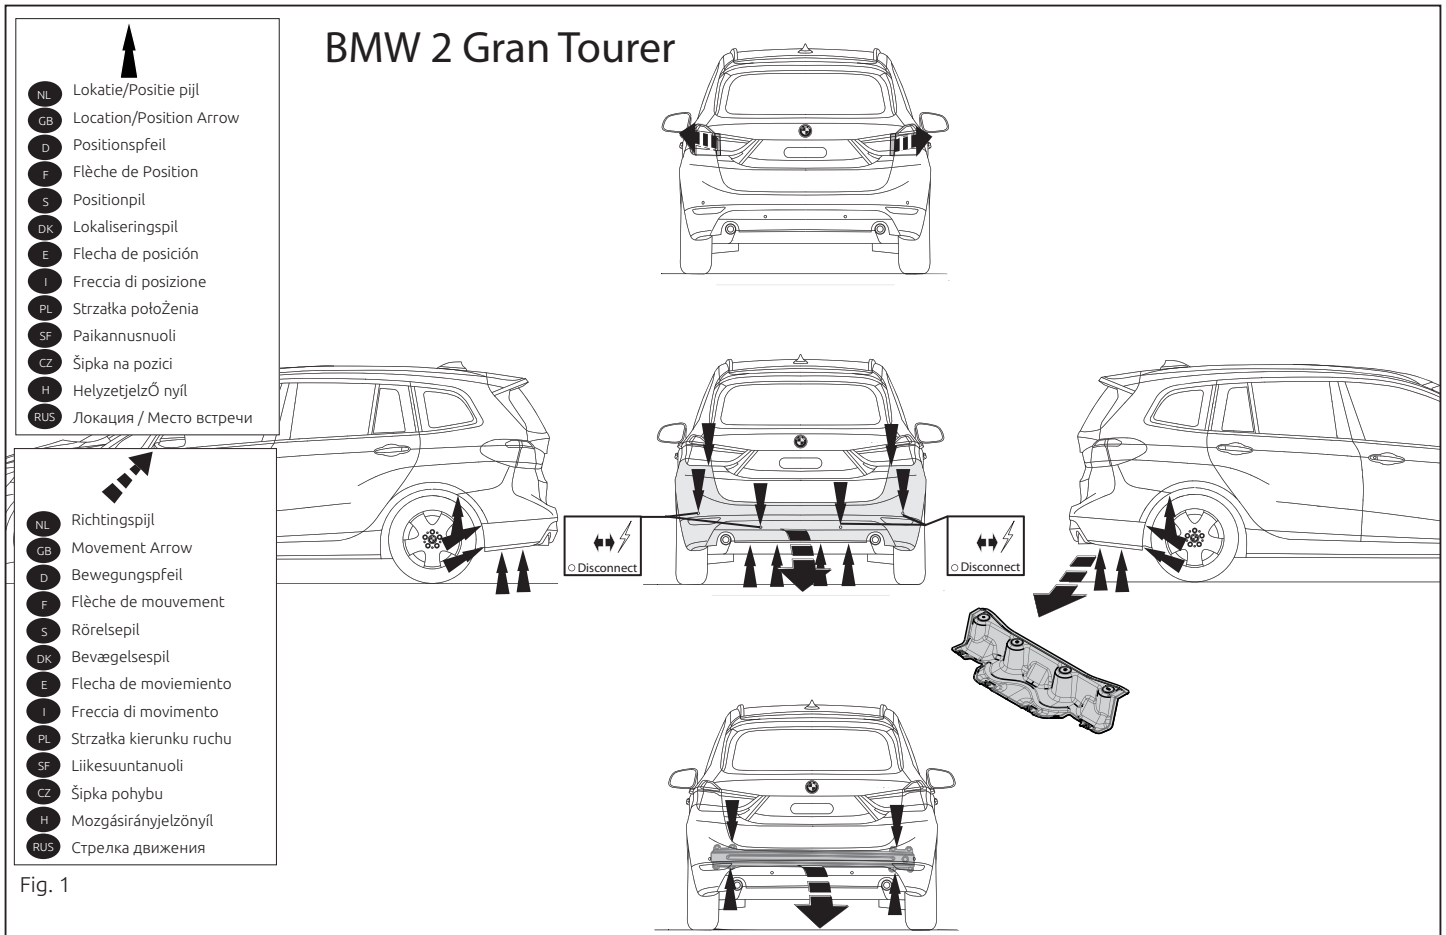

Fig. 1
1. Снять оба блока задних фар. Снять бампер вместе со стальным буферным брусом автомобиля. Буферный брус больше не понадобится. См. рисунок 1, 1a, 1b.